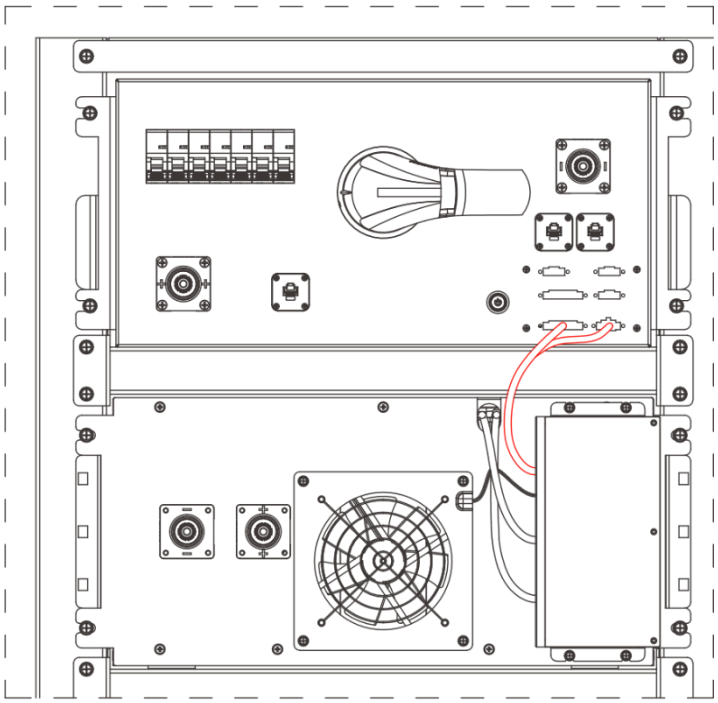

Figure 2.6
(2) Connect the BMU communication port of the main control box with first battery's BMU box Connect the BMU Fan Power cable to BCU (BMU-FAN 24V) port accordingly (Figure 2.6)